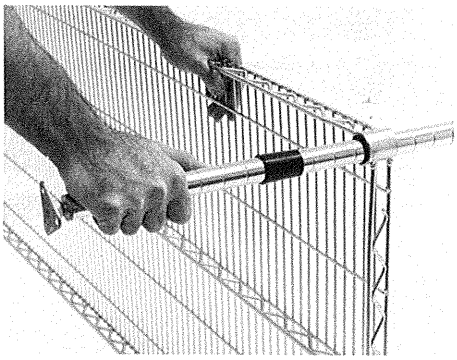

FIG. 3
4. Take a shelf and standing it on its long side, insert a post from the underside of the shelf into each of the corner sleeves (Fig. 3). Carefully reverse the shelf and repeat this operation for the other two corners.